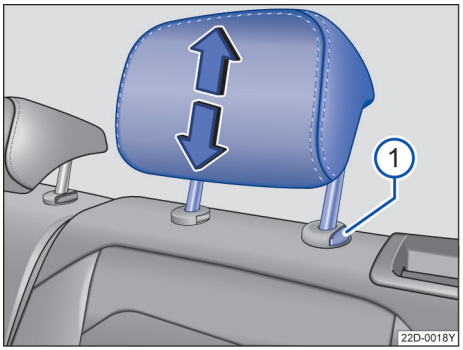

图 63 调整后排头枕
– 按住按钮→ 图 63①，同时沿箭头方向上推或下压头枕即可将头枕调整至合适高度→ ⚠，在**拆卸和安装头枕**中，见第 69 页。